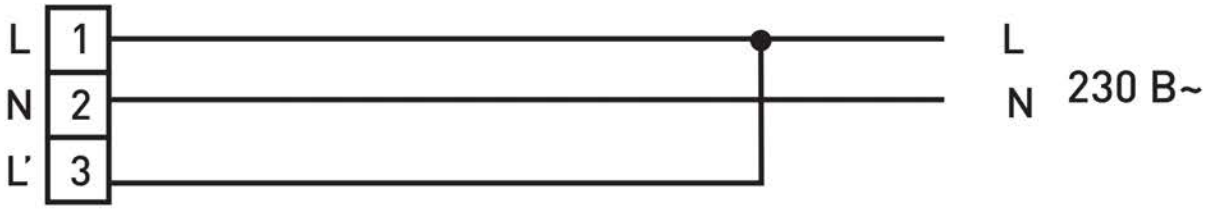

Рис. 3
– присоединить подготовленные концы кабеля к винтовым зажимам клеммной колодки, согласно маркировке(рисунок.3)
6.8.3 Монтаж светильника на рабочую поверхность производить при помощи монтажных скоб и крепежа, входящего в комплект поставки (рисунок 3):